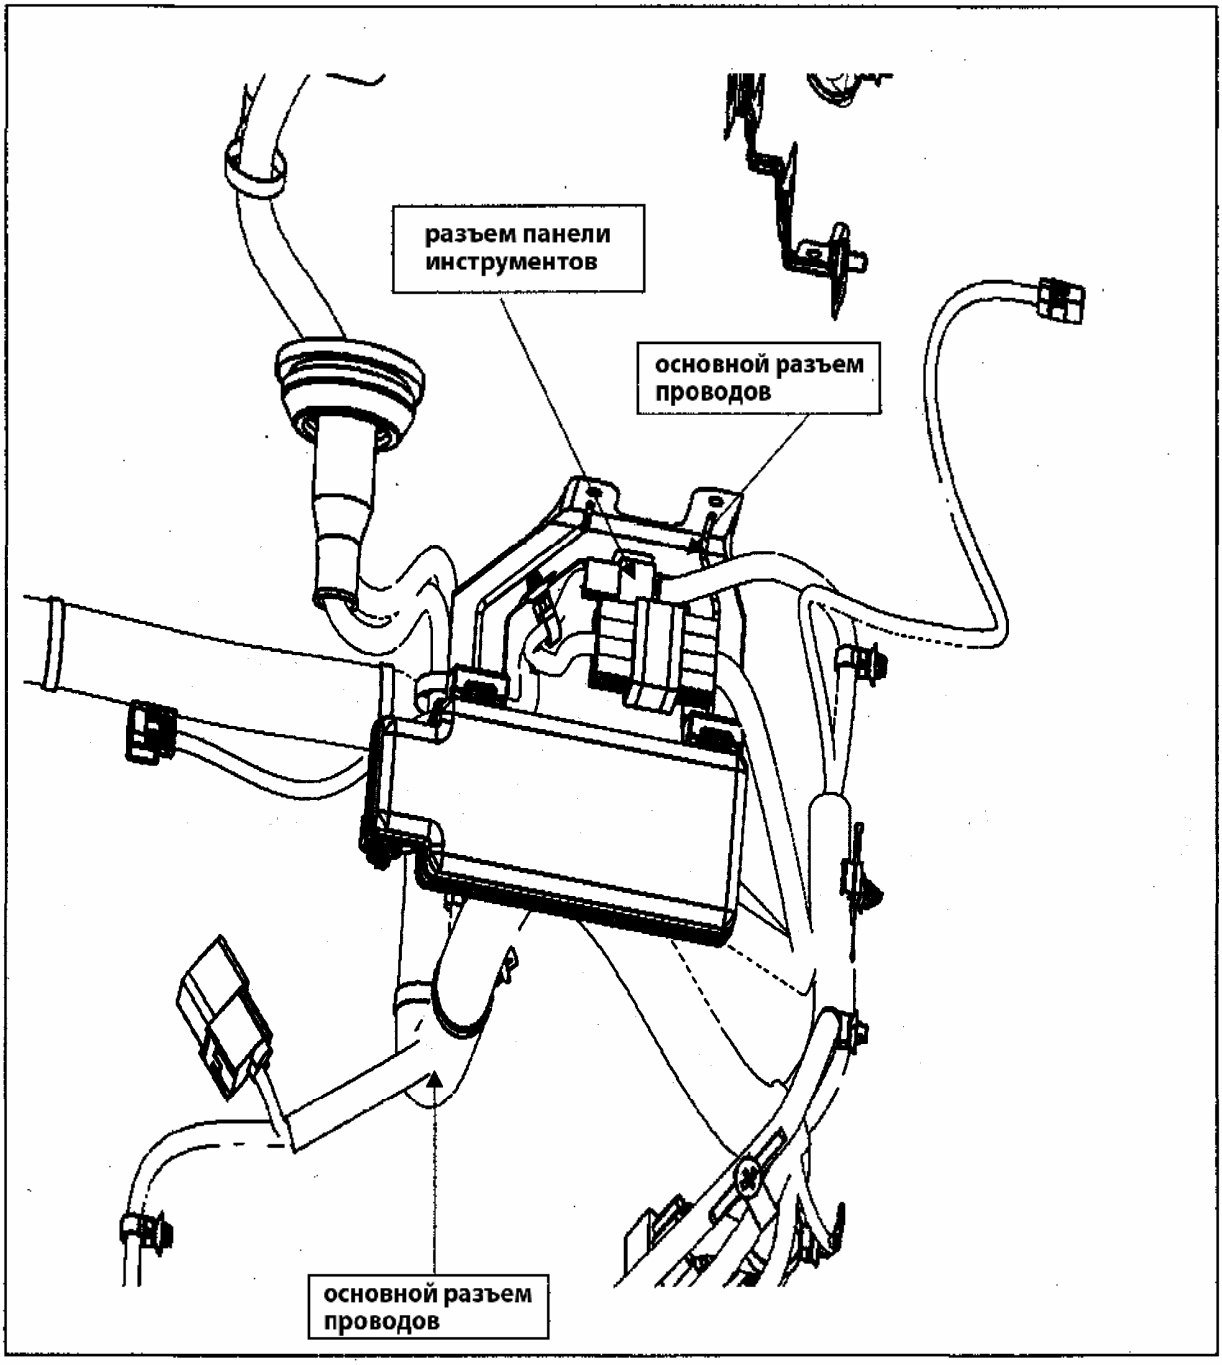

Рис. 840
3) Подсоедините разъем проводов к блоку предохранителей как показано на схеме (Рис. 840):